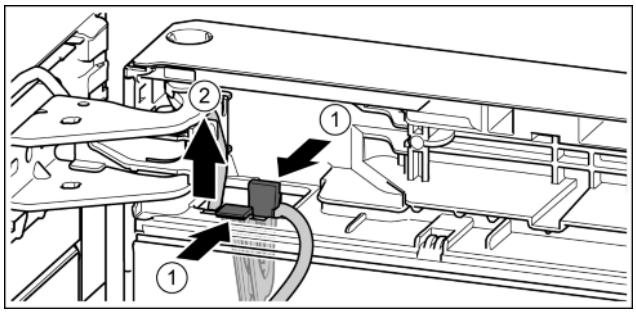

Fig. 21
▶ Tegen las drukken. *Fig. 21 (1)*
▶ Kabelhouder met de hieraan bevestigde kabel eruit trekken. *Fig. 21 (2)*